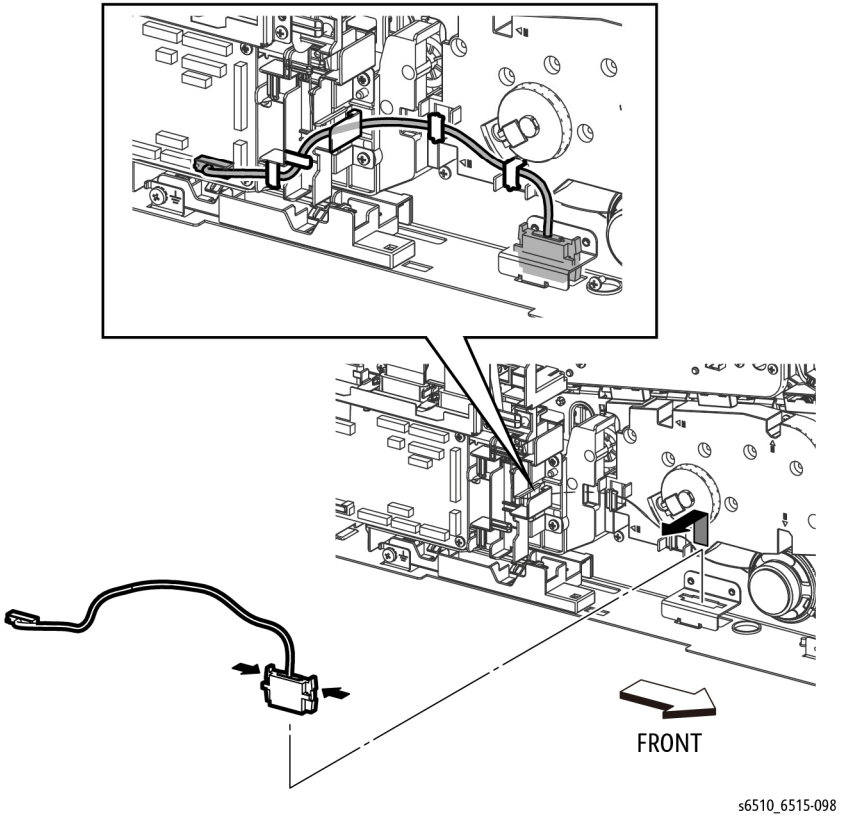

Figure 1 Remove the OPF Harness Assembly (SFP)
4. Refer to Figure 1 to unplug the connector (P/J800) and release the harness portion of the OPF Harness Assembly from the four hooks of the harness guide.
5. Refer to Figure 1 to push the two hooks on the OPF Harness Assembly and remove the OPF Harness Assembly.